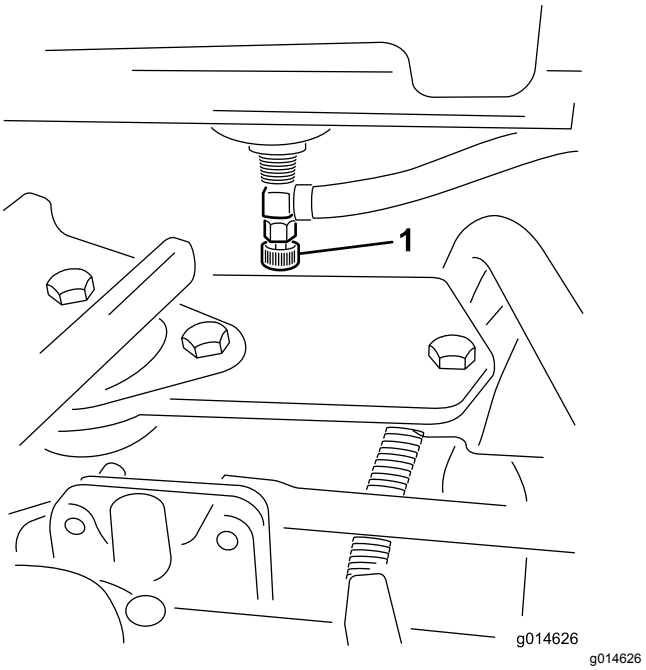

Figur 31
1. Lukk drivstoffavstengingsventilen (Figur 31) under drivstofftanken.